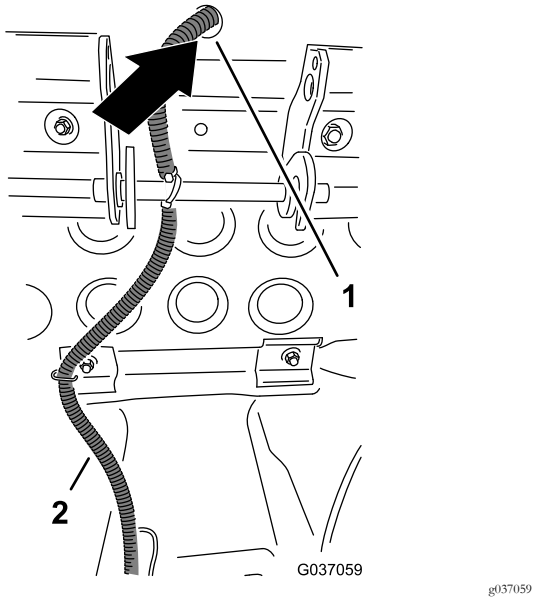

Figuur 23
6. Leid de connector met 2 contacten voor de relaiskabelboom (witte en zwarte draad) door de opening in het platform achter de stoel (Figuur 23).
van 350 cm van de set langs de relaiskabelboom en door de opening in het platform die zich achter de stoel bevindt; zie Figuur 23 van Het relais en de kabelboom aansluiten (model 02750) (bladz. 9).